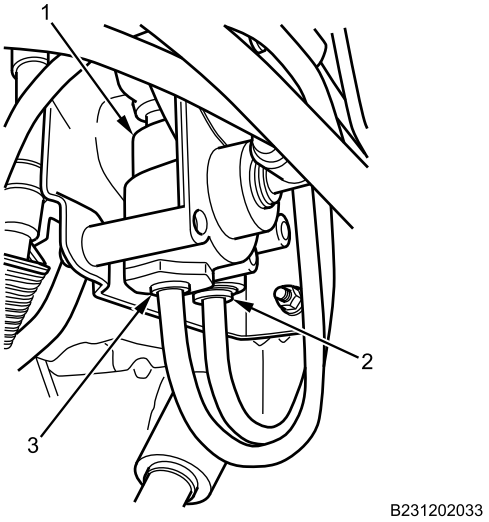

Figure 2. Tractor Protection Valve Lower Air Lines.
4. Disconnect RED trailer and transport delivery air line (Figure 2, Item 3) and GREEN delivery air line (Figure 2, Item 2) from tractor protection valve (Figure 2, Item 1).